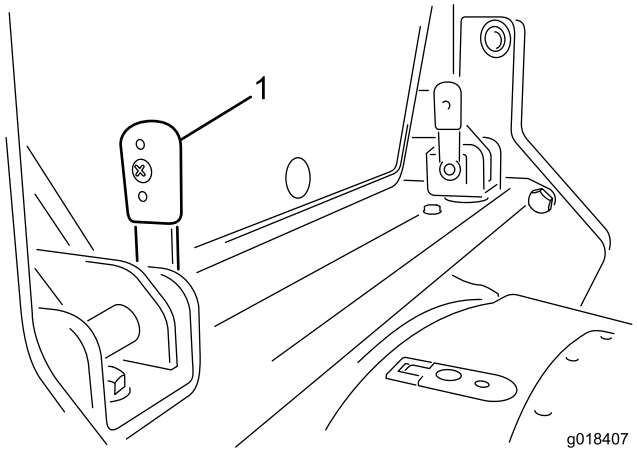

Figura 15
1. Rode as duas alavancas de bloqueio, localizadas na travessa na parte traseira da cabina, de forma a que fiquem viradas para cima (Figura 15).
2. Com as alavancas na posição vertical (Figura 15), empurre-as através dos conjuntos de suportes. Pode ser necessária alguma força nas alavancas para os suportes para alinhar as cavilhas de bloqueio nas ranhuras.